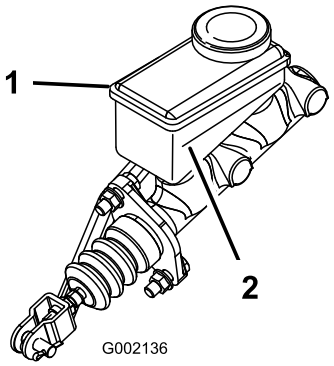

Bild 52
3. Lesen Sie den Flüssigkeitsstand am Stutzen an der Seite des Behälters ab (Bild 52).
B. Füllen Sie DOT 3-Bremsflüssigkeit in den Behälter, bis der Füllstand über der Minimum-Markierung liegt (Bild 52).